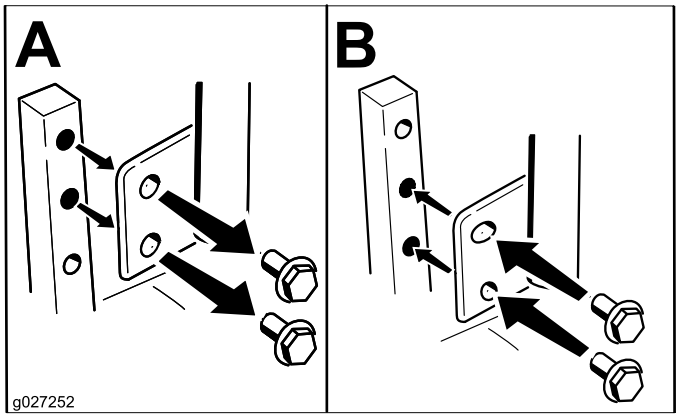

Figur 20
Bevægelseshåndtagene kan justeres til en højere eller lavere position for derved at give føreren maksimal komfort (Figur 20).
2. Løsn den nederste bolt lige nok til, at håndtaget kan drejes foran eller bagtil (Figur 20). Stram begge bolte for at fastholde håndtaget i den nye position.